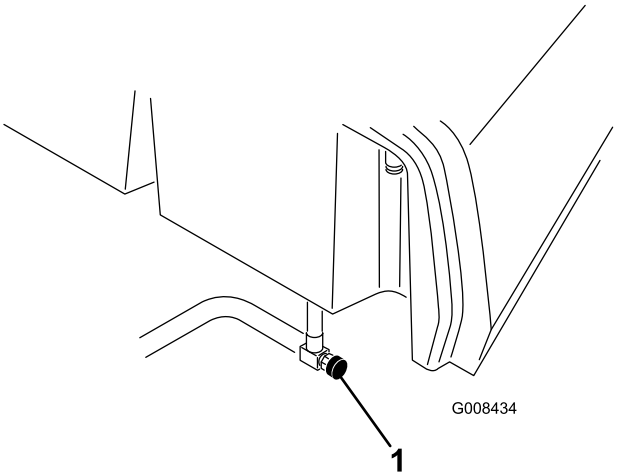

**Figur 39**
1. Luk brændstofafbryderventilen (Figur 39) under brændstoftanken.